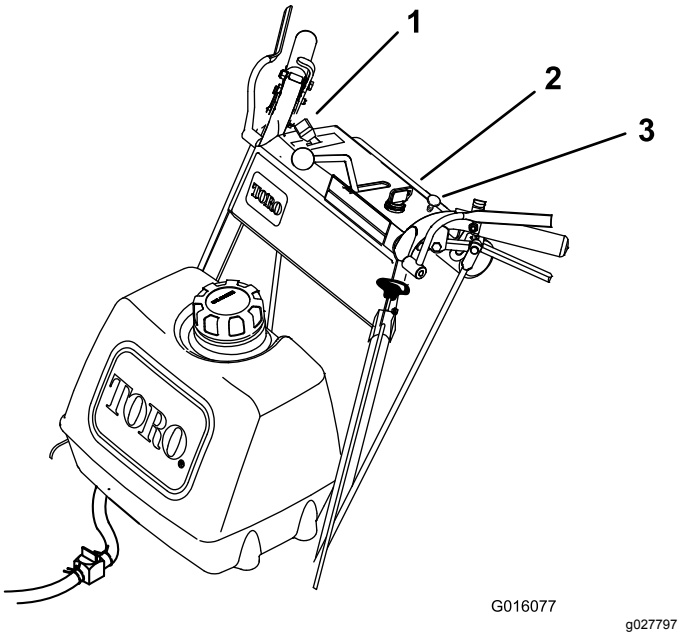

Figuur 9
11. Schakel de choke uit als de motor warm wordt (Figuur 9).
2. Zet de gashendel in de stand TRAAG (Figuur 9).